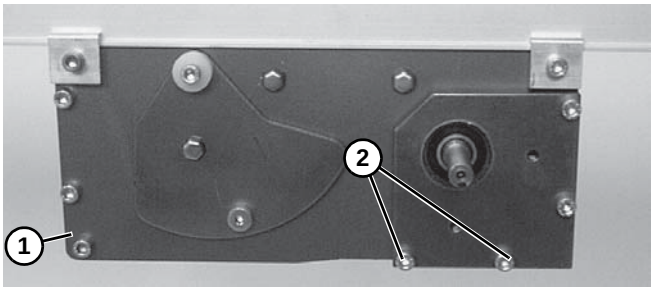

Figure 35
10. Tighten corner screws **(Figure 35, item 1)** on each side of the drive module to 80 in-lb (9 Nm).
12. Re-install tension door screws **(Figure 35, item 2)** on each side of the module. Tighten screws to 80 in-lb (9 Nm).
*With vertically mounted gearmotors, tension door screws **(Figure 35, item** 2) are installed on one side when the gearmotor mounting package is installed.*